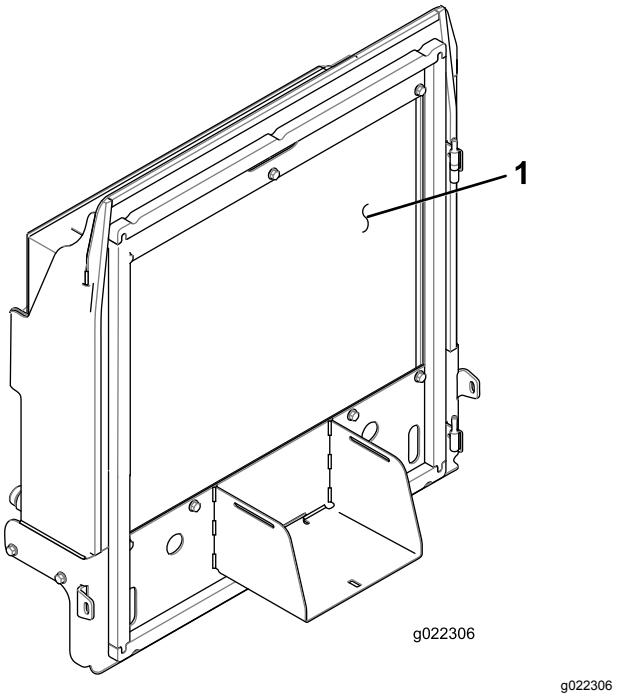

Figur 70
4. Rengør begge sider af kølergitteret og køleren/oliekøleren (Figur 70) grundigt med trykluft.